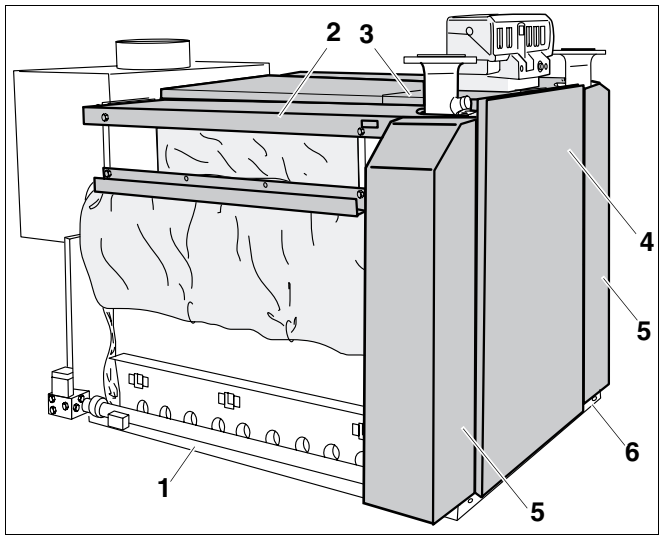

Afb. 71 Onderdelen ketelmantel monteren
- De beide smalle zijdelingse voorwanden (afb. 71, **pos. 5**) worden onderaan tussen de langs- (afb. 71, **pos. 1**) en dwarssokkel (afb. 71, **pos. 6**) geplaatst en boven aan de zijdelingse ketelafdekkappen (afb. 71, **pos. 2**) gehangen.
- De voorwand (afb. 71, **pos. 4**) wordt onderaan tussen de smalle zijdelingse voorwanden (afb. 71, **pos. 5**) en de dwarssokkel (afb. 71, **pos. 6**) evenals in de voorste ketelafdekkap (afb. 71, **pos. 3**) gestoken.
- Schroef de voorwand onderaan met een schroef met vlakke kop 3,9 x 9,5 aan de dwarssokkel (afb. 71, **pos. 6**).
- Schroef de beide smalle zijdelingse voorwanden (afb. 71, **pos. 5**) aan de langssokkels (afb. 71, **pos. 1**) met schroeven met een vlakke kop 3,9 x 9,5.